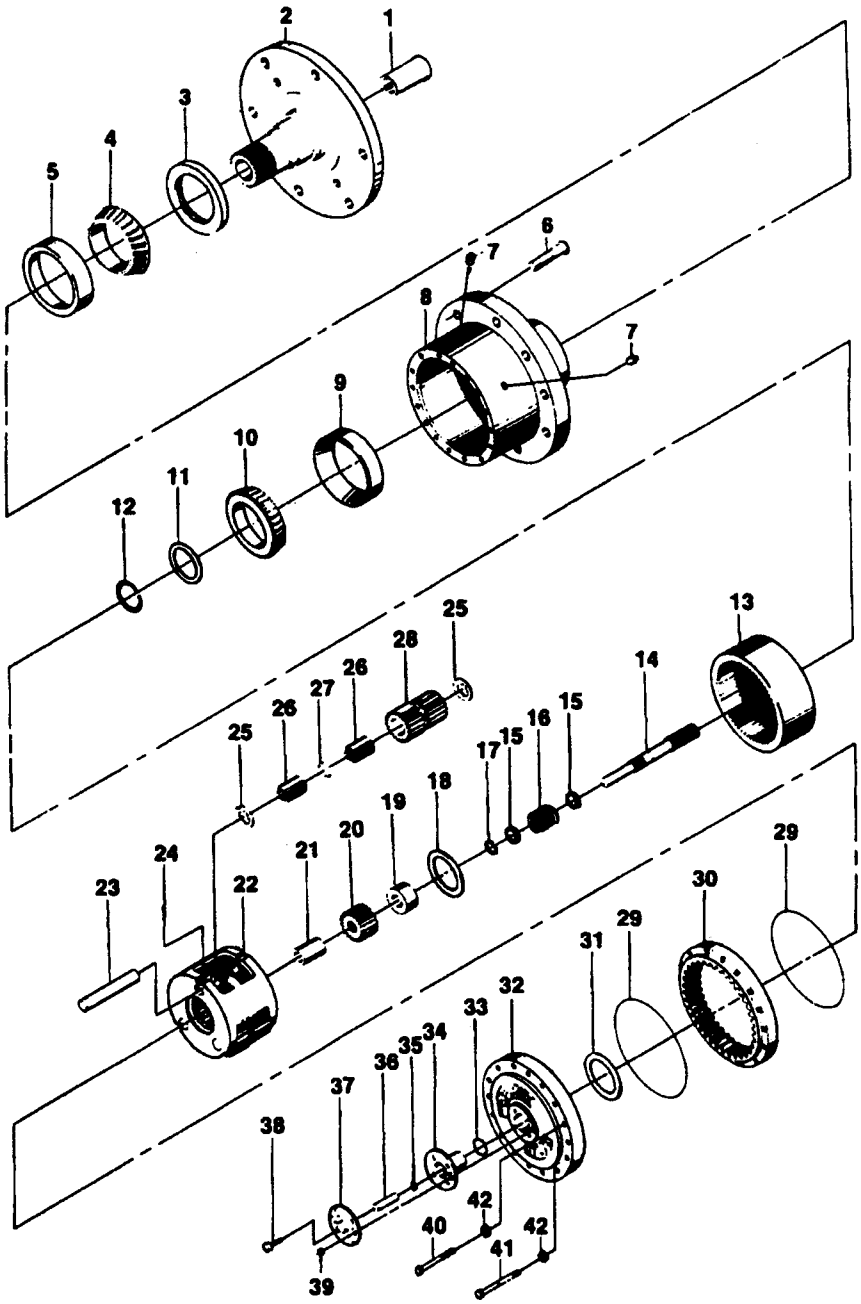

Figure 2-36. Torque Hub Assembly, 2/WD.
2.24 TORQUE HUB, 2W/D. (SEE FIGURE 2-36.)